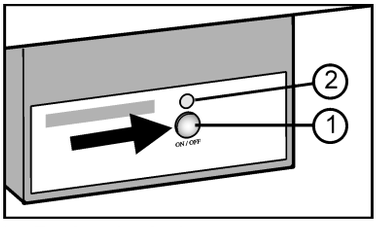

*Fig. 48*
▶ Appuyer sur la touche On/Off *Fig. 48 (1)* afin que la DEL *Fig. 48 (2)* s'allume.